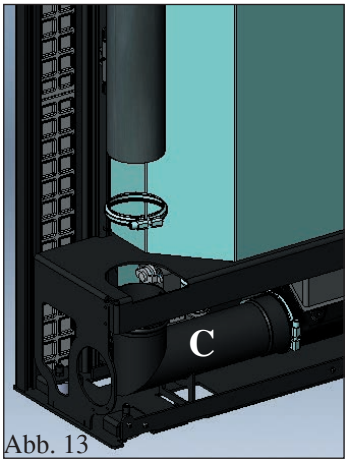

Abb. 13
Den Deckel (H) wieder anbringen und den (nicht im Lieferumfang enthaltenen) Rauchabzug von oben einfügen und auf den Schlussstutzen setzen (C - Abb. 13/14), dazu die im Lieferumfang enthaltene Schelle verwenden.